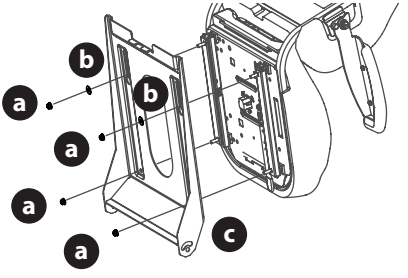

Fig. 6
b. For a Lever Adjust seat use flange lock nuts (a) and flat washers (b) (Fig. 6).